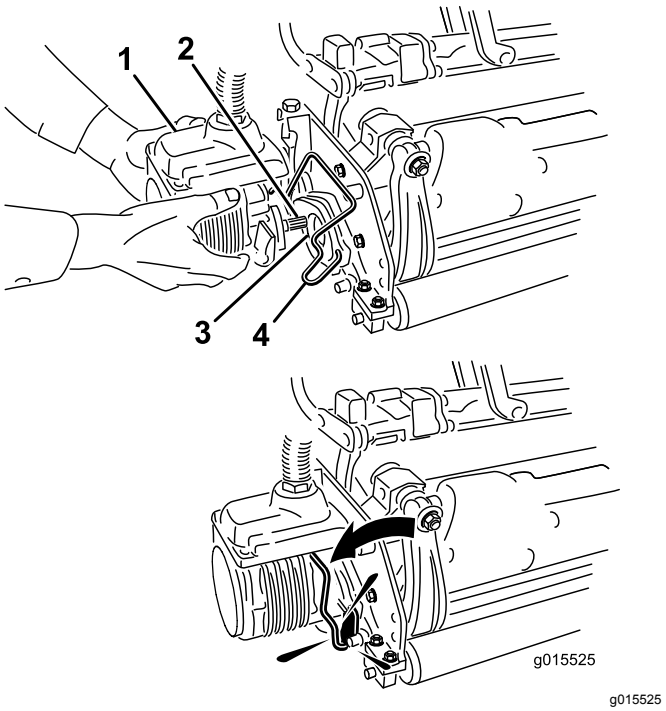

**Rysunek 38**
6. Nasmaruj wał z wypustem silnika zespołu tnącego cienką warstwą smaru (Rysunek 38).
7. Umieść silnik po lewej stronie zespołu tnącego (patrz od strony operatora) i pociągnij pręt mocujący silnik na zespole tnącym w kierunku silnika, aż do usłyszenia charakterystycznego kliknięcia po obu stronach silnika (Rysunek 38).